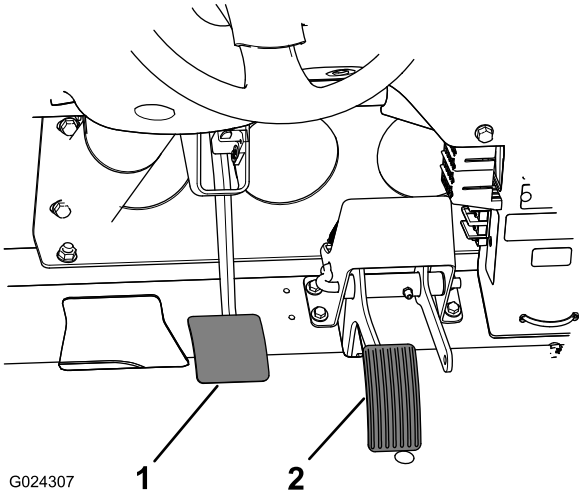

Figur 65
2. Slipp opp bremsepedalen (Figur 65) til den kommer i kontakt med rammen.
3. Løsne låsemutterne som fester krysshodet til hovedsylinderstangen (Figur 65).